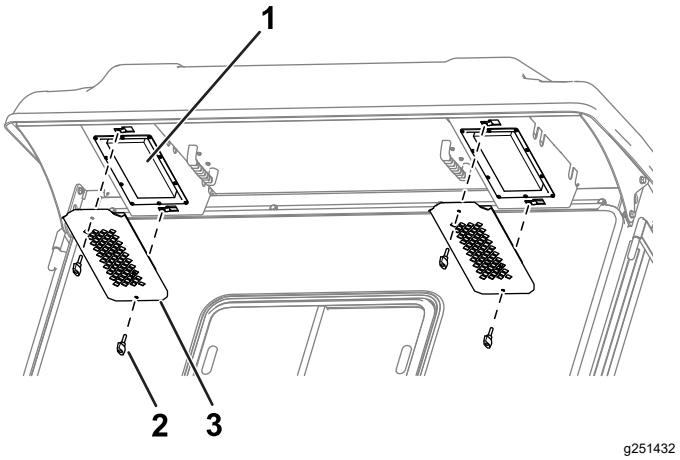

Figura 83
1. Retire los pomos y las rejillas del reborde trasero de la cabina (Figura 83).
4. Utilice los pomos y las rejillas para instalar los filtros en la cabina (Figura 83).